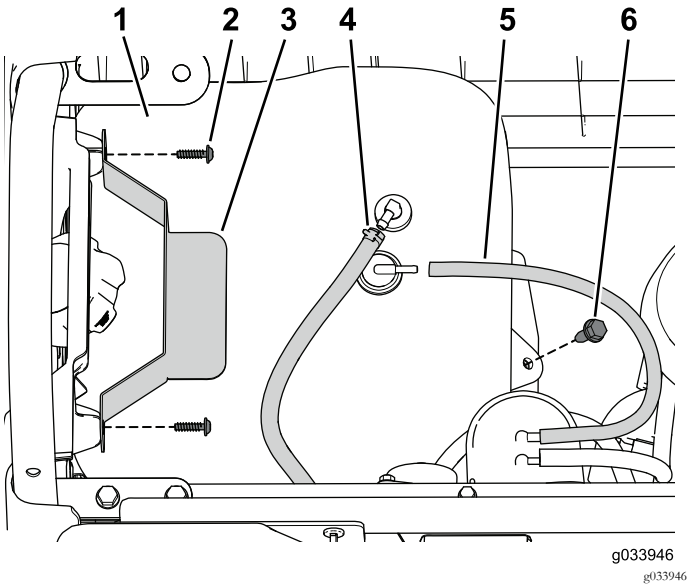

Figuur 1
1. Verwijder de flensbout waarmee de brandstoftank aan de tankbak bevestigd is (Figuur 1).
2. Verwijder de schroeven waarmee de houder bevestigd is (Figuur 1).
3. Koppel de ontluchtingsslang en de brandstofslang af van de tank (Figuur 1).